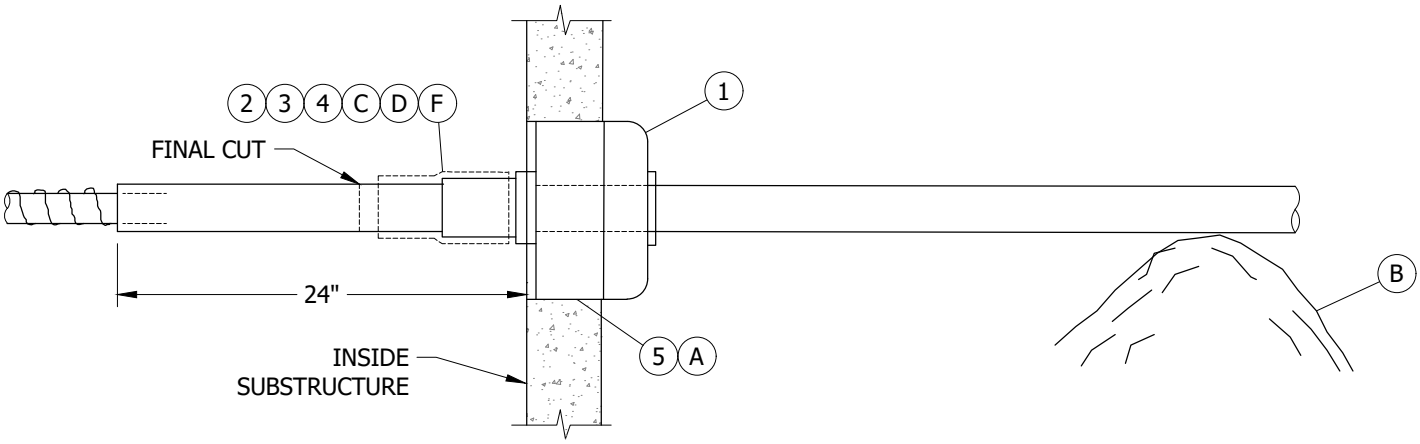

FIGURE 3
(B) MAKE SURE THE CONDUIT ENTERS THE ADAPTOR STRAIGHT. THIS REQUIRES A MOUND OF DIRT APPROXIMATELY ONE OR TWO FEET OUTSIDE THE SUBSTRUCTURE (SEE FIGURE 3). LEAVE 24 INCHES OF THE CONDUIT EXPOSED BEYOND THE SUBSTRUCTURE TERMINATOR INSIDE THE SUBSTRUCTURE. THIS WILL ALLOW MOVEMENT OF THE CONDUIT UNTIL THE TRENCH IS BACKFILLED.